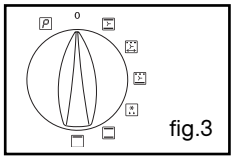

fig.3
- Ramenez le sélecteur de fonctions sur la position 0. (**Fig.3**).